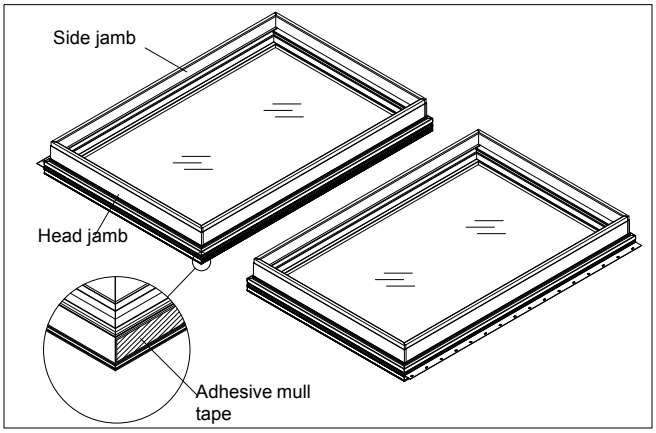

**Figure 1**
1. Lay frames on a flat surface in the desired mulling configuration (interior facing up). Remove nailing fin and/or drip cap from head jamb, sill, and side jambs that will be mulled together. Apply mull sealant foam tape the entire length of the one jamb to be mulled ensuring that it is located 1/4″ (6) from the exterior edge of the Ultrex® frame as shown in figure 1.
8. Apply mull sealing tape the full length of the head jamb of the lower 2 wide casement assembly ensuring that it is located 1/4″ (6) from the exterior edge of the Ultrex frame similar to figure 1.